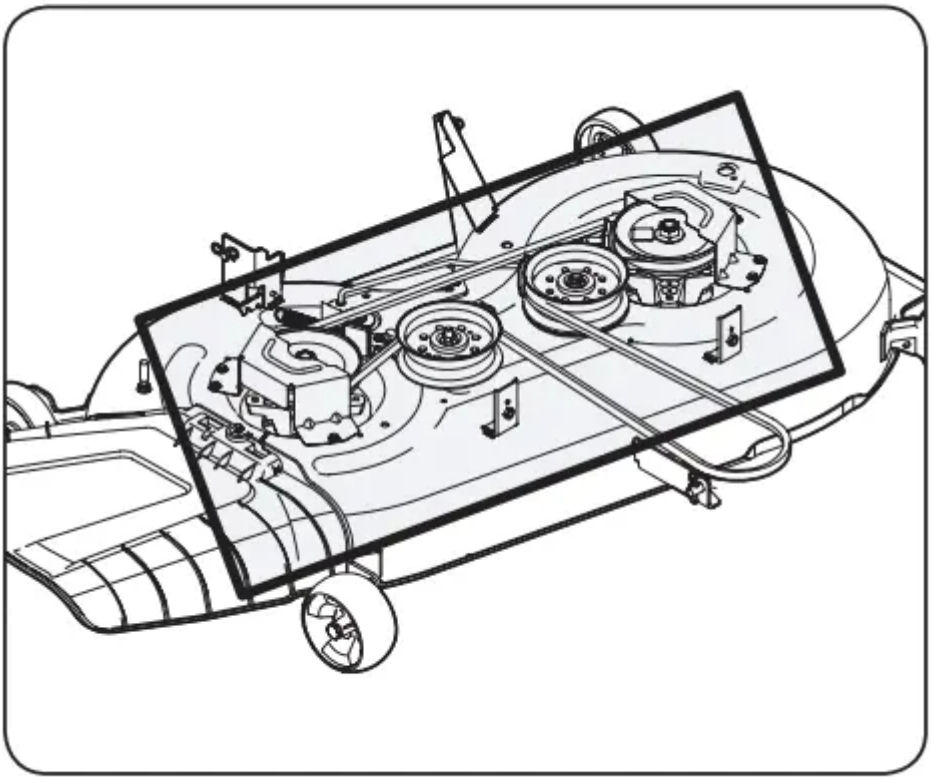

Figure 17
• Clean the top of the mower deck, under the spindle covers and belt area. See Figure 17.